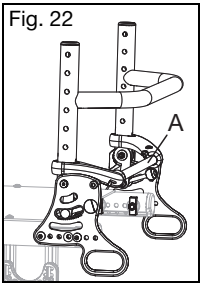

Fig. 22
WARNING: Do not lift the wheelchair by the release bar (Fig. 22:A). Lifting the wheelchair by the release bar may cause parts to fail which could cause a fall resulting in serious injury or death.
1. Lift the back release bar (Fig. 22:A), located behind the back frame, to release the latch and fold downwards towards the seat frame (Fig. 23). To latch back into place, pull the back release bar outward and the back will release and can be pushed into the upright position. The backrest will automatically latch onto the side frame.